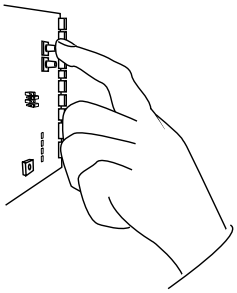

Figur 23. Välja ny parameter för justering.
4. Ny parameter (1 - 6) väljs genom att trycka in knappen S2 Parameterval en gång, se figur 23. Kontrollera lysdiodernas indikering på styrkortet att rätt parameter är vald.